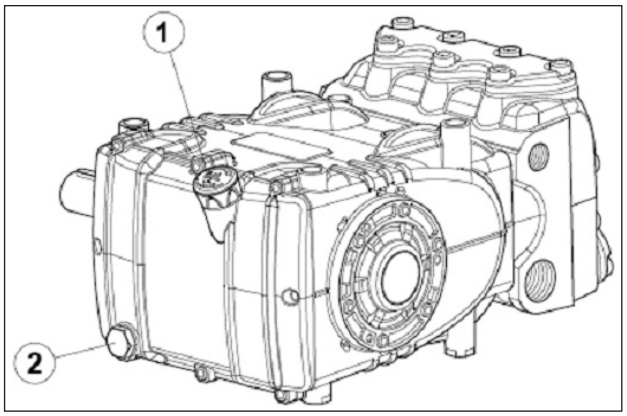

Fig. 3
Dall'asta livello olio pos. ①, Fig. 3.
Il controllo corretto del livello dell'olio si esegue con la pompa a temperatura ambiente, il cambio dell'olio va eseguito con pompa a temperatura di lavoro rimuovendo: l'asta livello olio pos. ①, e successivamente il tappo pos. ②, Fig. 3.
Utilizzare una sonda di temperatura da infilare all'interno del tappo scarico olio pos. ② Fig. 3.